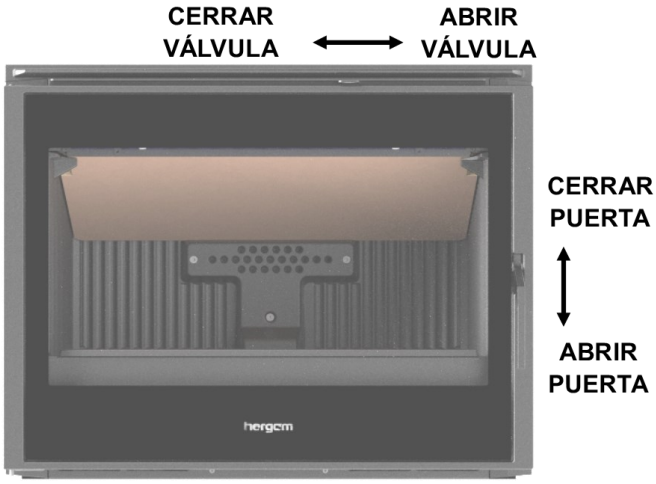

FIG. 2
Para cerrar la puerta, sujete el mando y empuje la puerta suavemente hacia el aparato. Siempre debe utilizar un guante ignífugo. (Fig. 2).
La posición intermedia es en el caso general la óptima, dependiendo, no obstante, de la calidad y tiro de la chimenea instalada y tipo de combustible empleado (maderas duras o blandas) (Fig. 2).
1. **Abrir la válvula de regulación de aire del aparato completamente (Fig. 2)**